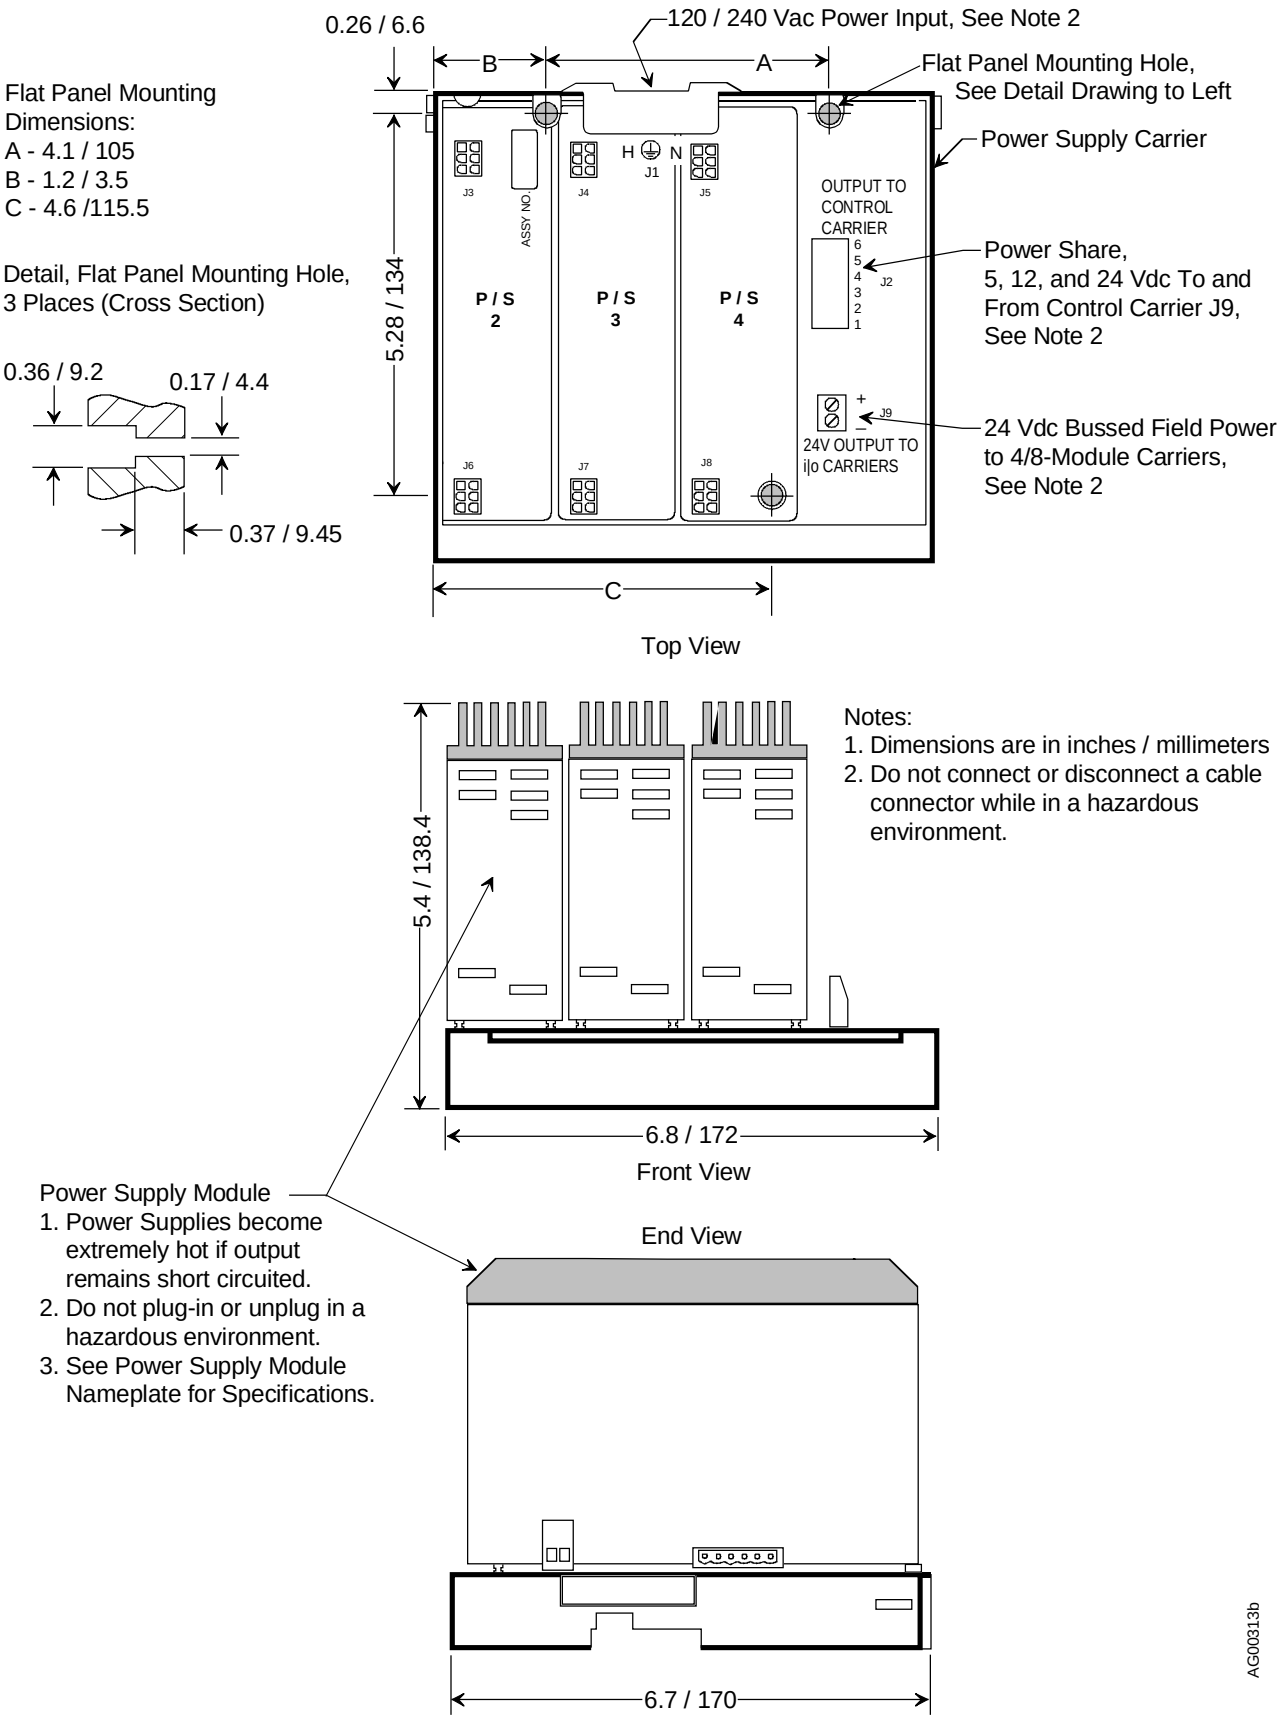

FIGURE 8-10 Installation Dimensions and Connections
2. Refer to Figure 8-10 for mounting dimensions and for the mounting hole detail.
Dimensions and Flat Panel Mounting Pattern ..... See Figure 8-10